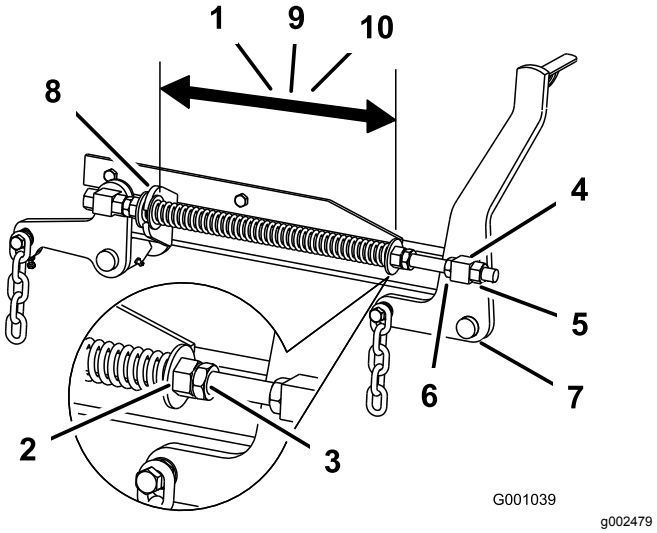

**Figuur 107**
2. Controleer de afstand tussen de 2 grote ringen; deze moet 28,2 cm bedragen bij een maaidek van 132 cm, 26,7 cm bij een maaidek van 152 cm en 29,2 cm bij een maaidek van 183 cm (Figuur 107).
3. U kunt deze afstand instellen door de contramoer van de veer los te draaien en vervolgens te draaien aan de moer op de voorkant van elke veer (Figuur 107).
4. U borgt de moer in deze stand door de contramoer van de veer vast te draaien (Figuur 107).